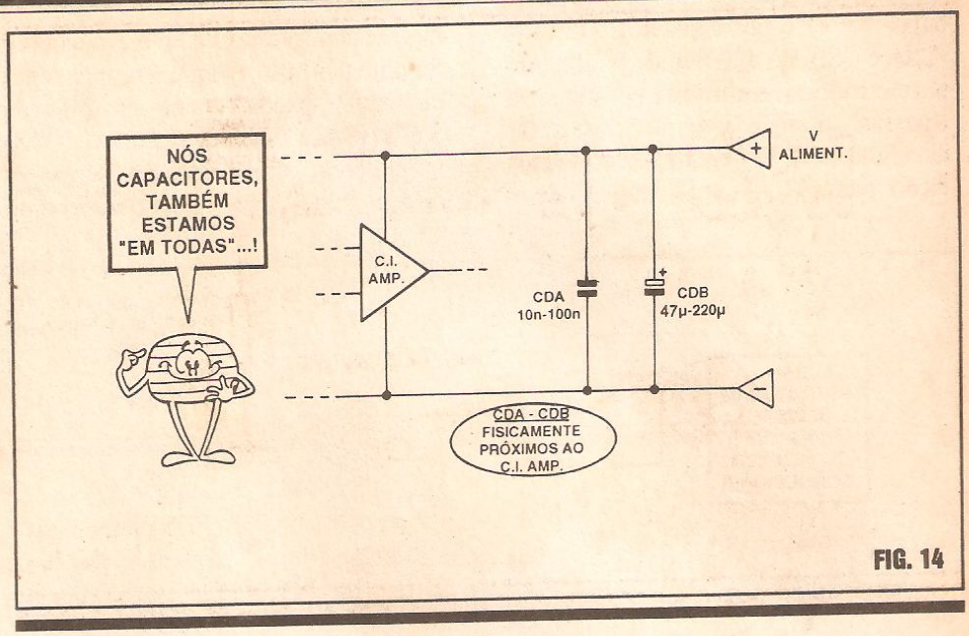

FIG. 14
- FIG. 14 - OS DESACOPLAMENTOS DA ALIMENTAÇÃO - Circuitos eletrônicos costumam (devido à grande sensibilidade dos modernos componentes...) ser nitidamente ''mal influenciados'' por ocorrências ou condições inerentes às suas alimentações (pilhas, baterias, fontes, etc.). **Ripples** (superposições de C.A. sobre a C.C. nominal, ainda que em pequeno nível...), variações de impedância (que ocorrem com o desgaste natural de pilhas e baterias...) e outros fatores, **podem** (e certamente o fazem...) interferir drasticamente com o funcionamento calculado de circuitos... Enfim, ''na prática, a teoria é outra...''. Assim, para evitar tais problemas, usa-se o ''truque'' dos DESACOPLAMENTOS, quase sempre na forma de inserção de capacitores (um de pequeno valor para ''desviar'' sinais interferentes e outro de alto valor, cuja Constante de Tempo atnua variações ''lentas'' de parâmetros...) em **paralelo** com as linhas de alimentação... Os IPAs costumam ser particularmente sensíveis a condições adversas nas linhas de alimentação, pedindo frequentemente a inserção de pelo menos **dois** capacitores, dentro da gama de valores sugerida no diagrama e, de preferência, fisicamente próximos ao próprio C.I., para bem resguardá-los contra ''melecas'' provenientes da alimentação... Como ''o que sobra não falta'', na dúvida, é sempre melhor aplicar os indicados desacoplamentos (se eles es-